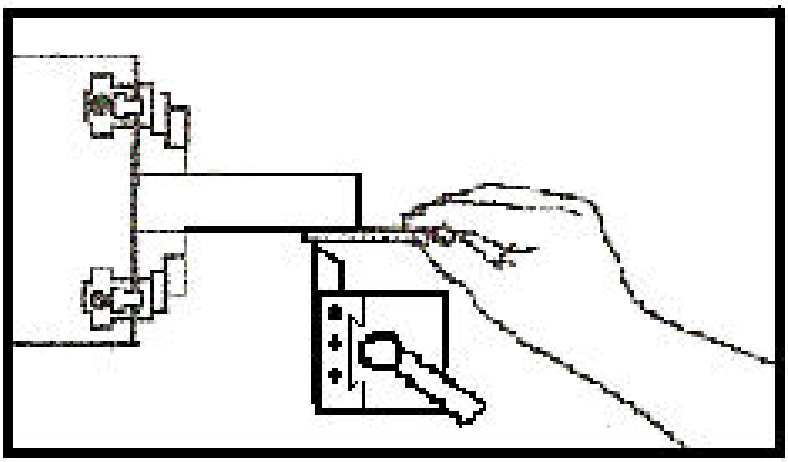

Рисунок 1.
6. Для уменьшения скорости осевого перемещения нажмите .001/1. Аккуратно подведите инструмент как можно ближе к детали так, чтобы не зажать бумагу (рисунок 1).